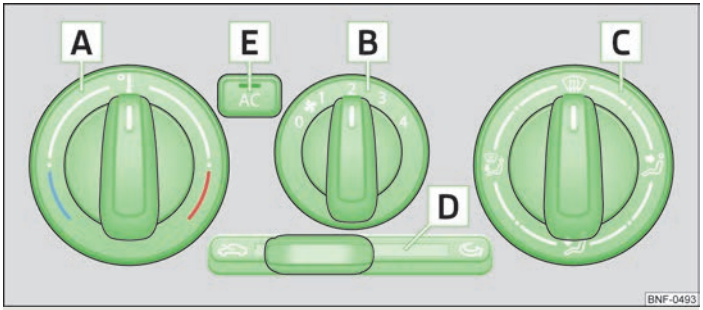

Fig. 61 **The air conditioning system: Control elements**
The cooling system only operates if the button AC E » Fig. 61 on page 54 is pressed, and the following conditions are met:
› Turn the control dial A » Fig. 61 to the right to increase the temperature.
› Turn the blower switch B » Fig. 61 into one of the positions 1-4 to switch the blower on.
› The direction of the inlet air flow is controlled with air distribution regulator C » Fig. 61.
› When you press the button AC E » Fig. 61, the air conditioning system is switched off. The warning light in the button lights up.
- The warning light in the AC E » Fig. 61 button lights after activation, even if not all of the conditions for the function of the cooling system have been met. As a result, the readiness for cooling is signalled when all conditions are satisfied » page 53.
- Controls A, B, C, D and the button E » Fig. 61 on page 54.
› Move the sliding regulator D » Fig. 61 on page 54 into position .